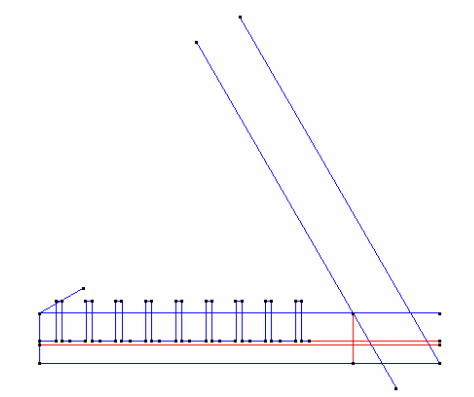

Figure 12. Selecting the lines to intersect
8. Choose **Geometry→Edit→Intersection→Multiple lines.** Select the last two lines created and the vertical line segment coming down from the tangential center (see Figure 12). Press **ESC**.